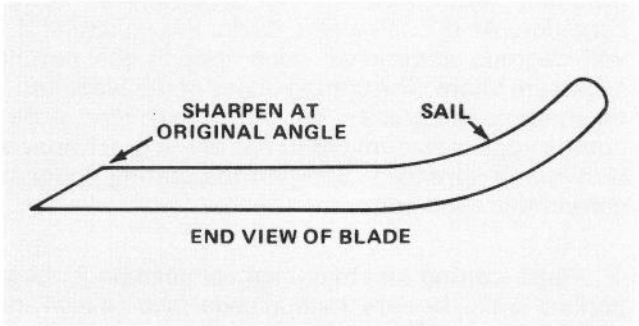

Figure 36
3. Inspect cutting edges of all blades. Sharpen the cutting edges if they are dull or nicked. Sharpen only the top side of the cutting edge and maintain the original cutting angle to make sure of sharpness (Fig. 36). The blade will remain balanced if same amount of metal is removed from both cutting edges.